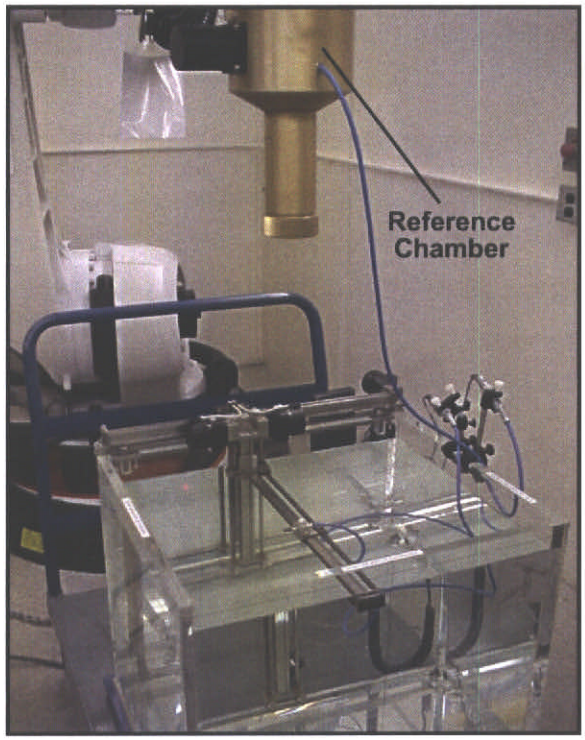

Figure 3-2 Beam Scanning Setup
3. Use a reference chamber mounted as in *Figure 3-2 Beam Scanning Setup, page 6*.